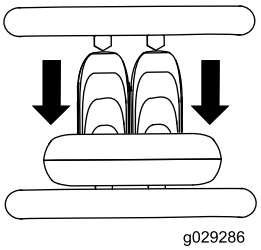

Figuur 8
- Om achteruit te rijden, beweegt u de tractiehendel naar achteren (Figuur 8).